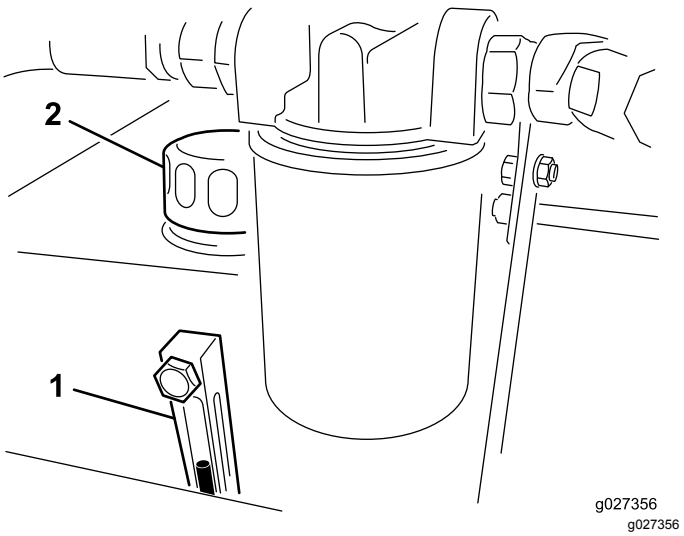

**Bild 4**
2. Prüfen Sie den Ölstand am Schauglas (Bild 4). Wenn der Ölstand in der Mitte des Schauglases liegt, ist genügend Öl eingefüllt.